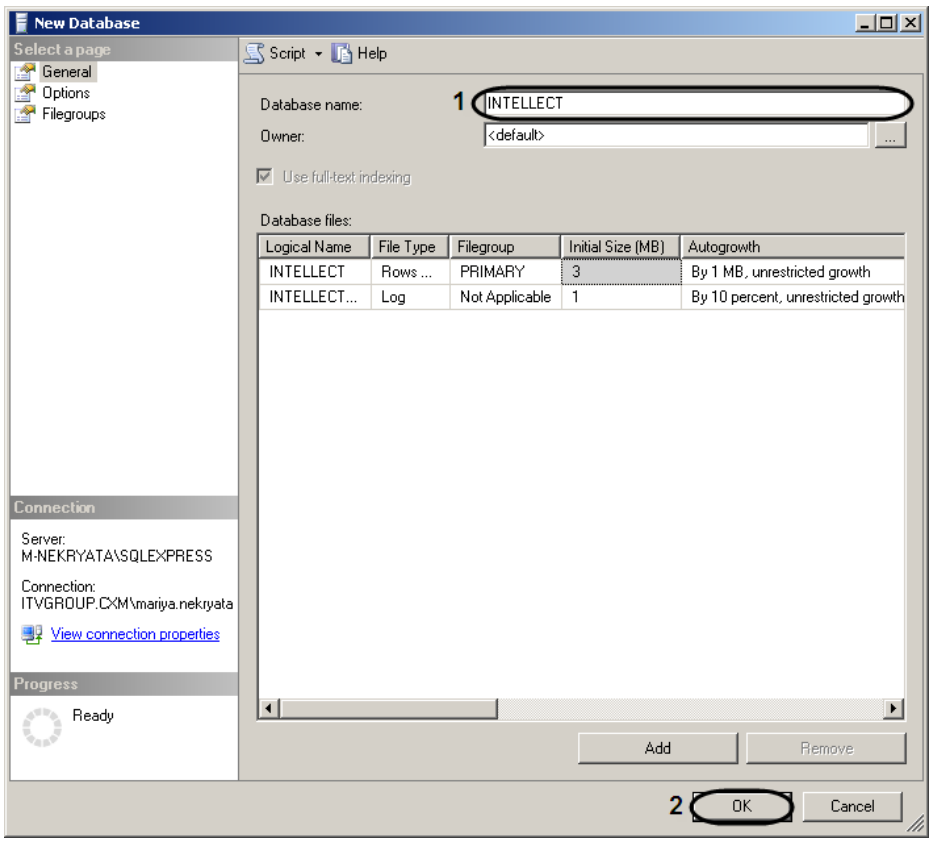

Figure 8.3-28 Creating a database in SQL Server Management Studio
As the result the **New Database** window opens (Figure 8.3-28).
6.3. Type in a name of a new database in the **Database name** field (Figure 8.3-28, 1).
6.4. Click **OK** (Figure 8.3-28, 2).